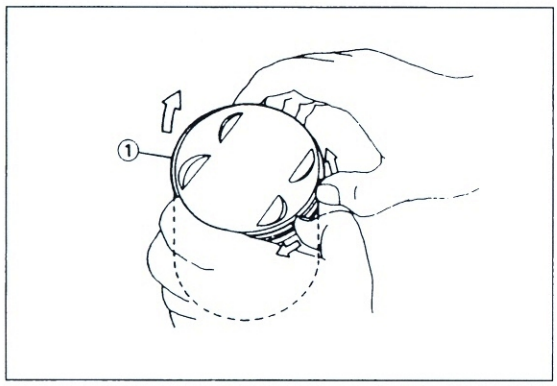

Bild 131
- Kolbenringe mit beiden Daumen etwas aufweiten und über Kolben schieben (Bild 131). Ringe nicht zu weit aufbiegen, da sie leicht brechen!